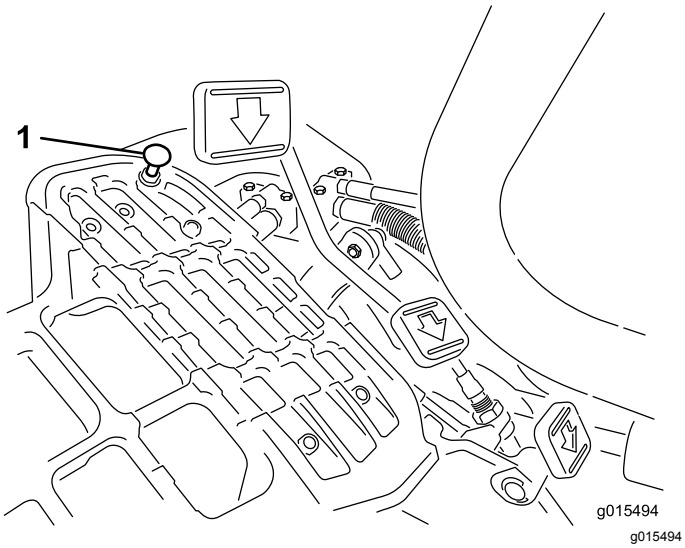

Figuur 41
Om de maximale transportsnelheid te verkrijgen, moet u de schakelhendel in de TRANSPORTSTAND zetten en het tractiepedaal intrappen. Als het pedaal contact maakt met de pedaalaanslag (Figuur 41) voordat u
1. Zet de schakelhendel in de TRANSPORTSTAND en draai de borgmoer los waarmee de pedaalaanslag is bevestigd aan de vloerplaat (Figuur 41).